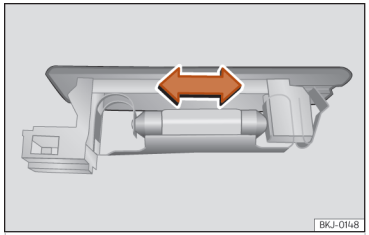

Abb. 176 Gepäckraumleuchte*
- Drücken Sie die Glühlampe zur Seite und nehmen Sie sie aus ihrer Halterung heraus ››› (Abb. 176).